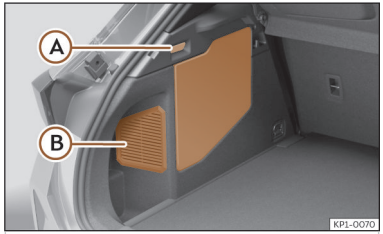

Abb. 231 Plug-in-Hybridfahrzeuge (PHEV): Einbauort der Batterie im Kofferraum
- Ziehen Sie den Griff Ⓐ ››› **(Abb. 231)**, um die Schutzabdeckung der 12-Volt-Fahrzeugbatterie zu öffnen.
Das Kühlgitter der 12-Volt-Fahrzeugbatterie nicht verdecken oder abdecken Ⓑ ››› (Abb. 231).